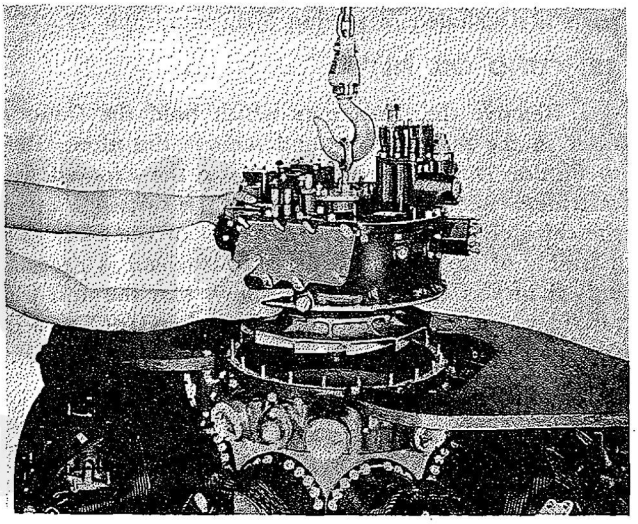

Figure 56—Removing Supercharger Rear Housing and Cover Assembly
a. Turn the mounting plate on the engine disassembly stand until the engine is supported in a front-end-down position, and lock the mounting plate in this position. Remove the nuts and washers which secure the supercharger rear housing to the supercharger front housing. Attach the hoisting eye (Tool No. 83863) to the starter pad on the supercharger rear housing cover, and secure with nuts and washers on all six starter attaching studs. Remove the rear housing and cover assembly. Refer to Figure 56. It may be necessary to tap the rear housing lightly at the parting surface, using a light fibre mallet to separate the two sections. Lower the rear housing and cover